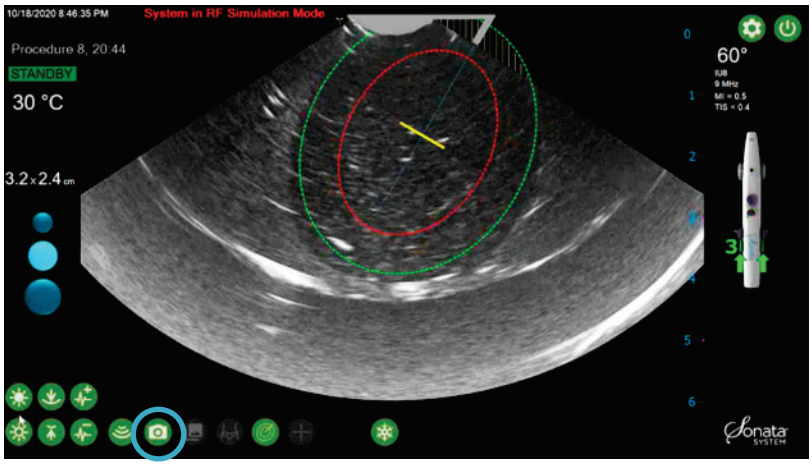

Figure 6-14. Capture Still Image.
- Click the Still Image Capture icon , see Figure 6-14.